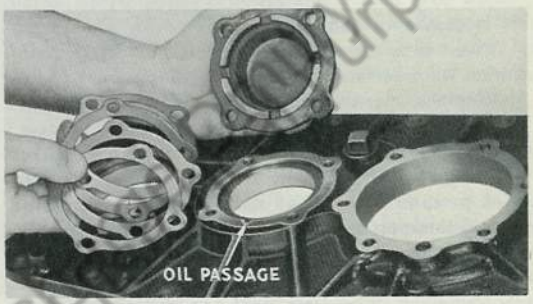

Fig. 19 When Installing Bearing Caps, Gaskets and Shims, Be Sure Oil Passages Are Not Obstructed
2. Place driven shaft (36) and gear (38) assembly in position in case. Splined end of shaft (36) must be down or toward front.
3. Place rear cover (9) and gasket (8) in position.
5. Replace rear cap (45), gasket (44) and shim (43), as illustrated in Fig. 19. **Be sure that oil passage is clean and not obstructed.** Use same shim pack thickness under cap as was used at disassembly.
2. Install idler shaft front bearing cap (49), gasket (50) and shims (51), as illustrated in Fig. 19. **Be sure that oil passage is clean and not obstructed. Use same shim pack thickness under cap as was used at disassembly. These shims are used for two purposes—first of which is to provide means of making bearing adjustments; secondly, removing shims from front cap and adding, same thickness under rear cap, or vice versa, provides means of properly locating idler shaft in relation to main drive gear.**
4. Place cover (9) and gasket (8) in position on case. Temporarily install two tapered dowel pins to line up cover with case. Install cap screws, attaching cover to case, and draw up screws tightly.
5. Replace rear cap (68), gasket (67) and shims (66), as illustrated in Fig. 19. **Be sure that oil passage is clean and not obstructed.** Draw up screws tightly and evenly. When replacing shims, be sure that shim pack thickness is same thickness as was removed at disassembly.